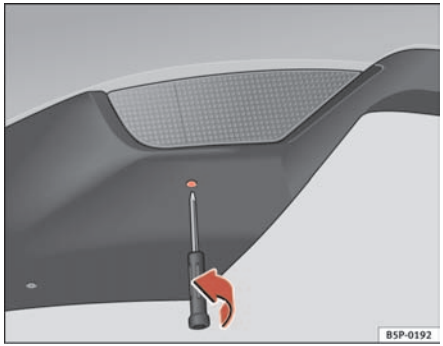

Fig. 185 Rear light fitted on bumper and viewed from below
– Insert the star-headed screwdriver in the opening on the lower section of the rear light and unscrew the screw in the direction of the arrow. ⇒ fig. 185